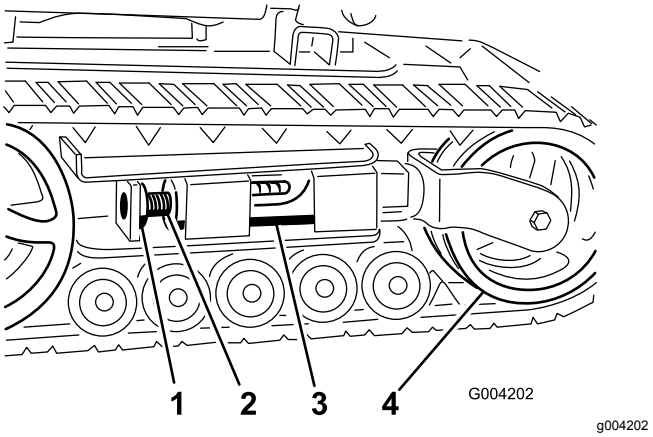
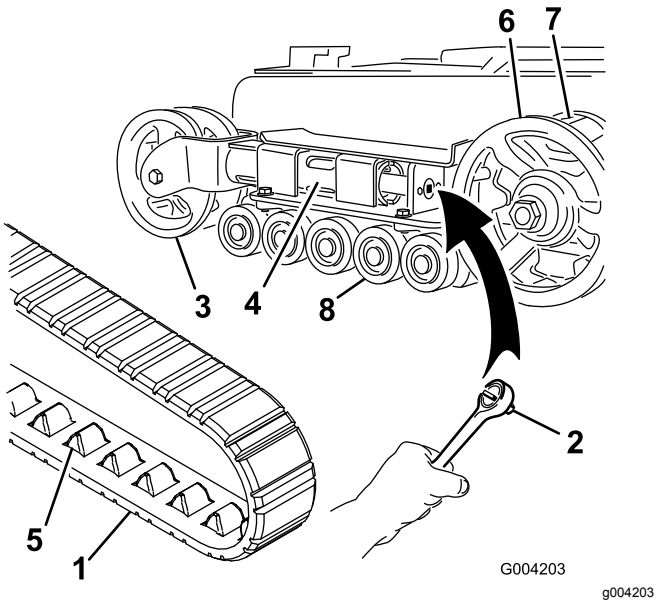
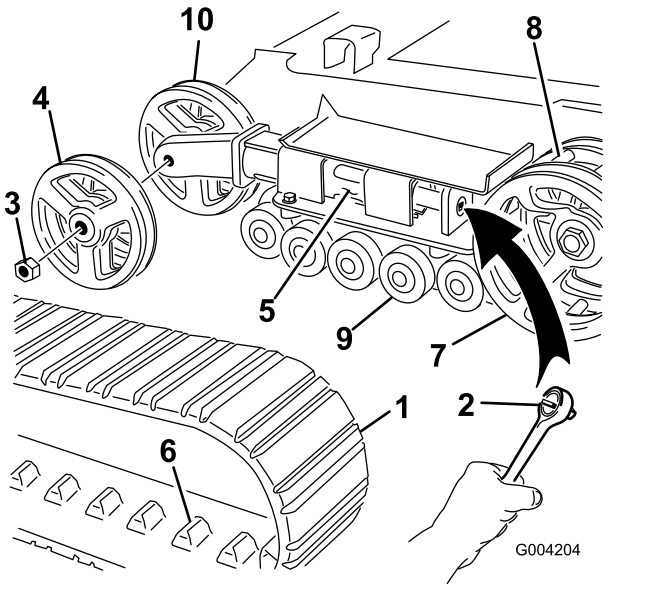

**Figure 45**
**Figure 46**
**Figure 47**
4. Remove the locking bolt and nut (Figure 45).
6. Align the closest notch in the tension screw to the locking bolt hole and secure the screw with the locking bolt and nut (Figure 45).
**Note:** You have narrow-width tracks if the front tension wheels are mounted inside a fork on the end of the tension tube (Figure 46).
5. Using a 1/2-inch drive ratchet, release the drive tension by turning the tensioning screw clockwise (Figure 45 and Figure 46).
6. Push the tension wheel toward the rear of the unit to move the tension tube against the frame (Figure 46).
8. When the track is off the tension wheel, remove it from the drive sprocket and road wheels (Figure 46).
9. Beginning at the drive sprocket, coil the new track around the sprocket, ensuring that the lugs on the track fit between the cogs on the sprocket (Figure 46).
10. Push the track under and between the road wheels (Figure 46).
**Note:** You have wide-width tracks if the front tension wheels are mounted on the sides of the end of the tension tube (Figure 47).
5. Using a 1/2-inch drive ratchet, release the drive tension by turning the tensioning screw clockwise (Figure 45 and Figure 47).
6. Push the tension wheel toward the rear of the unit to move the tension tube against the frame (Figure 47).
7. Remove the nut securing the outer tension wheel and remove the wheel (Figure 47).
8. Remove the track (Figure 47).
9. Remove the nut securing the inner tension wheel and remove the wheel (Figure 47).
13. Install the inner tension wheel and secure it with the nut removed previously (Figure 47).
15. Install the new track, ensuring that the lugs in the track fit between the cogs in the middle of the drive sprocket (Figure 47).
16. Install the outer tension wheel and secure it with the nut removed previously (Figure 47).
6. Place the greased road wheel cap over the bolt head (Figure 46).
7. Secure the road wheel cap with the snap ring (Figure 46).